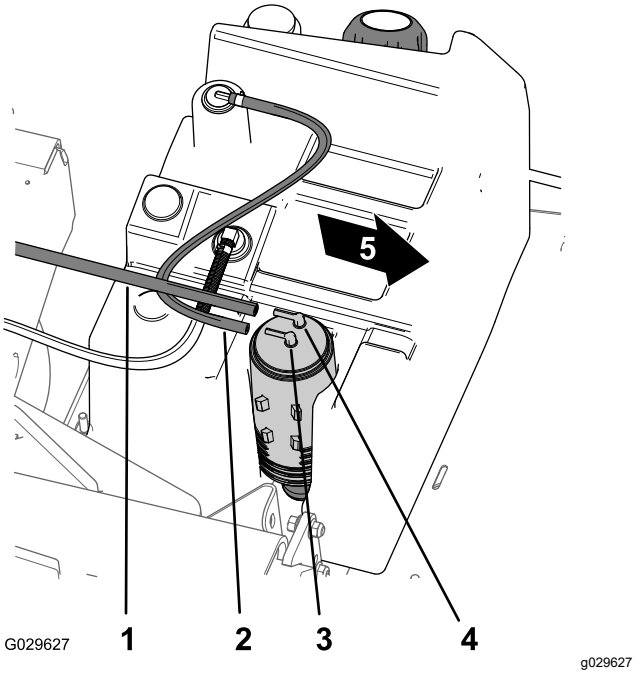

**Figur 46**
1. Koble vakuumslangen fra nippelen på karbonsylinderen merket med Purge (tøm) (Figur 46).
2. Koble drivstofftankslangen fra nippelen på karbonsylinderen merket med Fuel Tank (drivstofftank) (Figur 46).
8. Monter vakuumslangen på nippelen på karbonsylinderen merket med Purge (tøm) og drivstofftankslangen på nippelen merket med Fuel Tank (drivstofftank) (Figur 46).